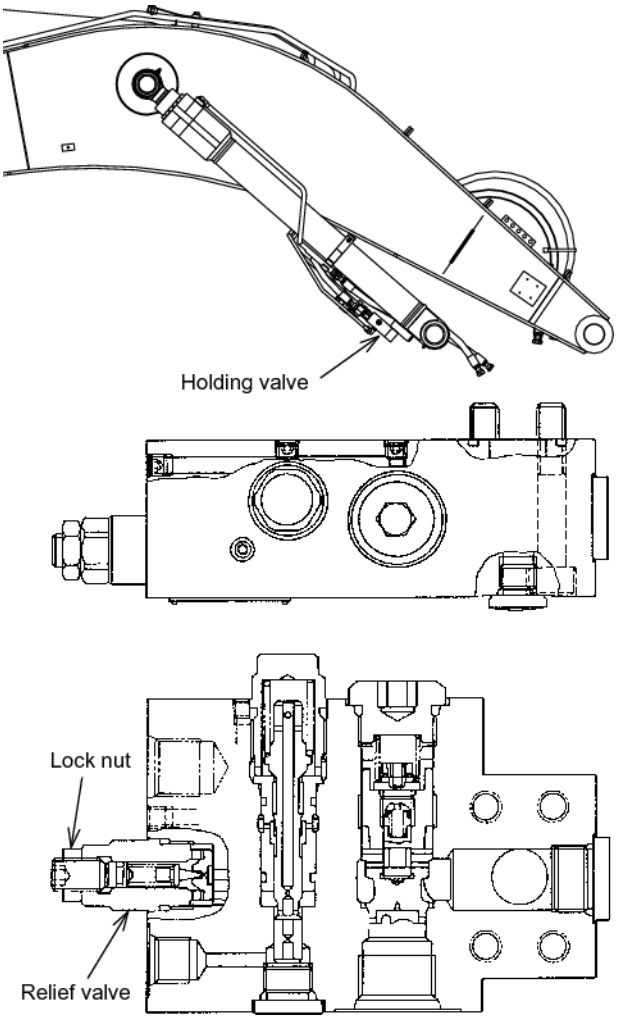

Fig. 8-19
B. How to Lower Attachment - Fig. 8-19